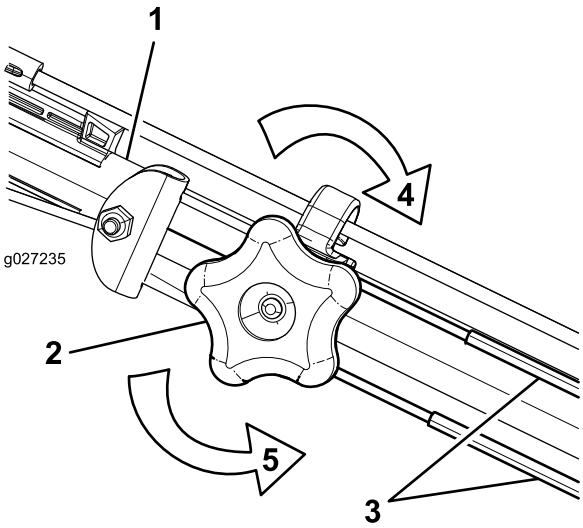

Figur 36
1. Vrid justeringsvredet moturs för att lossa kabeljusteringen (Figur 36).
2. Justera kabelspänningen (Figur 36) genom att dra dem tillbaka eller trycka dem framåt och sedan hålla dem i det läget.